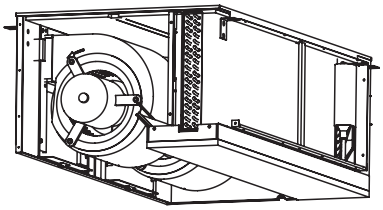

Рисунок 10.8
2) Удерживая руками нижнюю часть двигателя вентилятора, толкайте его вверх вдоль направляющих. (Рисунок 10.8).